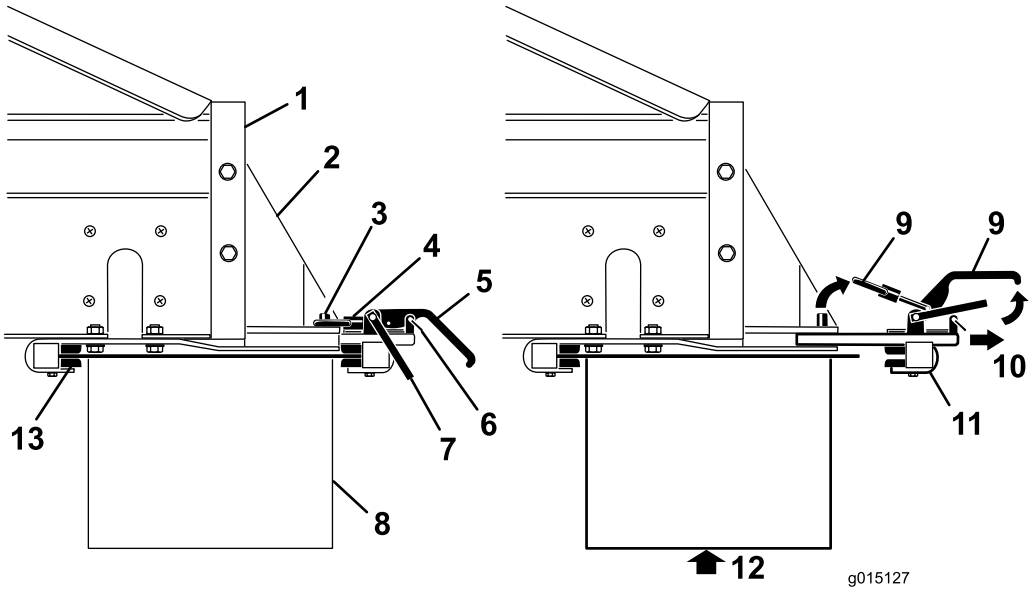

**Figur 29**
1. Fjern sikkerhedslåseclipsene fra klemmehåndtagene (Figur 29).
2. Løft sikkerhedslåsen. Løft derefter klemmehåndtagene til ekstraudstyret, og frigør låseringene fra låsestifterne (Figur 29).
3. Skub klemmehåndtagsenheden til bagsidens udstyr ud af lynmonteringsåbningerne (Figur 29).
4. Få nogen til at hjælpe med at skubbe den forreste kant af den dobbelte spinder op under bagsiden af MH-400 og på de forreste klemmer på beslagene (Figur 29).
5. Understøt den dobbelte spinder, og flyt klemmehåndtagsenheden til bagsidens ekstraudstyr tilbage i åbningerne i beslagene og over bagkanten (Figur 29).
7. Monter sikkerhedslåseclipsene på klemmehåndtagene igen (Figur 29).